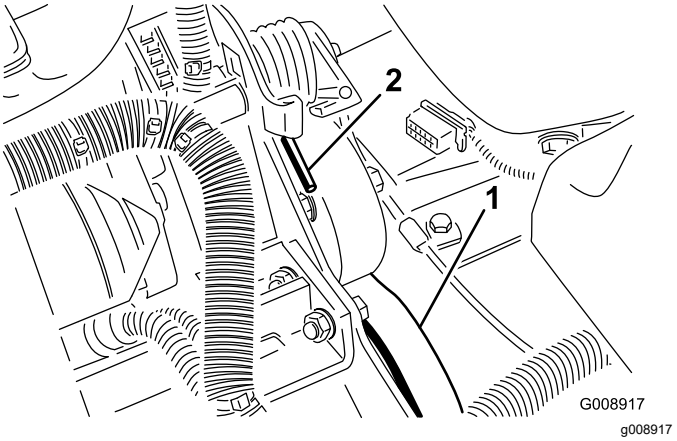

**Figur 74**
3. Tryck fjäderänden (Figur 74) nedåt och framåt för att kroka av den från fästet och lätta på fjäderspänningen.